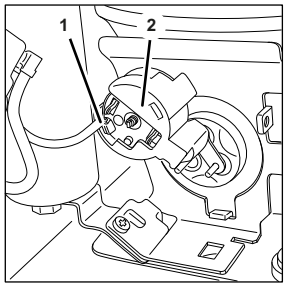

Fig. 101
2. Disconnect the electrical cable (Fig. 101/1) from the overload protection (Fig. 101/2).
3. Remove the overload protection (Fig. 101/2).
4. Position the new overload protection (Fig. 101/2) within the unit.
5. Connect the electrical cable (Fig. 101/1) of the overload protection (Fig. 101/2).